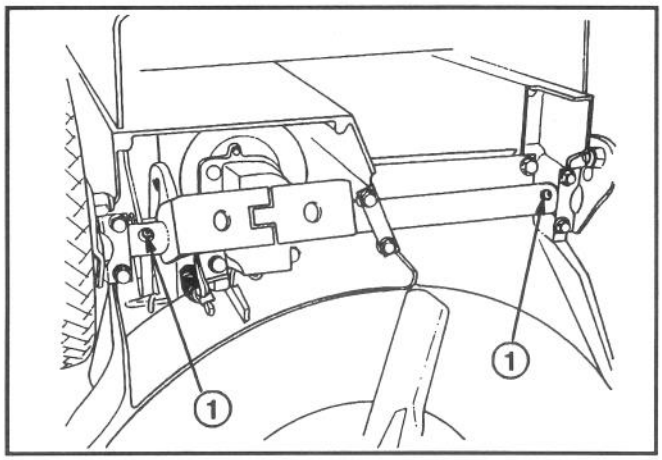

Abbildung 25
2. Den Mäher auf die linke Seite kippen. Alle Schmiernippel mit einem Lappen sauberwischen (Abb. 25). Eine Fettpresse ansetzen und in jeden Nippel eins bis zwei Hübe Mehrzweckfett #2 auf Lithiumbasis einpressen.